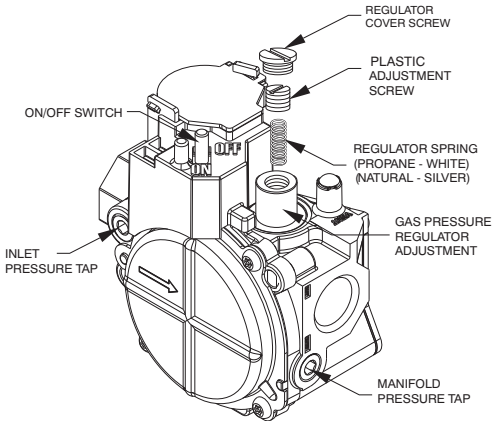

**Fig. 13 - Single-Stage Gas Valve**
1. Remove regulator cover screw over plastic adjustment screw on gas valve (See Fig. 13).
2. Turn plastic adjustment screw clockwise to increase gas input, or turn plastic adjustment screw counterclockwise to decrease input (See Fig. 13). Manifold pressure must be between 3.2 and 3.8 IN. W.C.
3. Replace regulator cover screw on gas valve (See Fig. 13).
With control access panel (see Fig. 19) removed, observe the unit heating operation. Watch the burner flames to see if they are light blue and soft in appearance, and that the flames are approximately the same for each burner. Propane will have blue flame (See Fig. 13). Refer to the Maintenance section for information on burner removal.